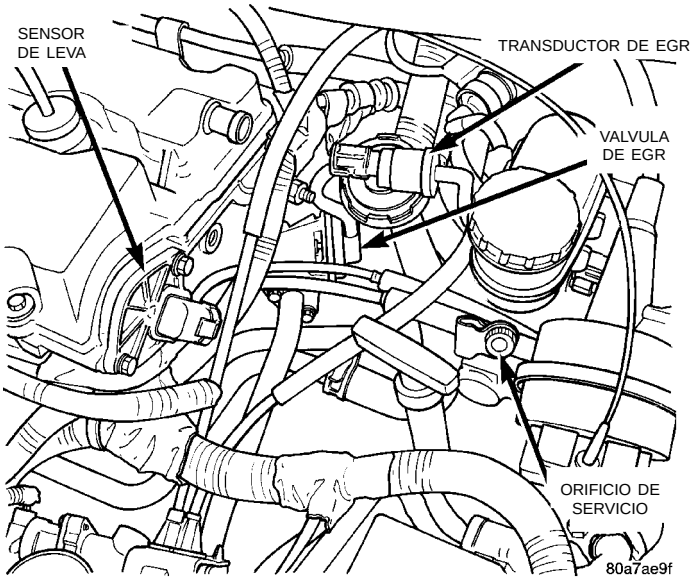

Fig. 67 Transductor electrónico de EGR
(16) Verifique el conector eléctrico del Transductor electrónico de EGR. Verifique que no haya fugas en las mangueras de vacío y contrapresión del transductor (Fig. 67).